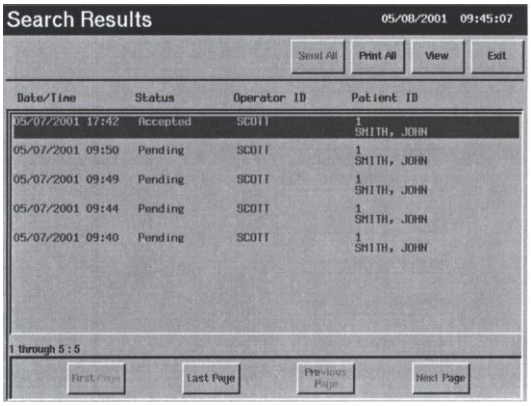

Рис. 5.2
3. Нажмите кнопку *Search* (Поиск) для начала поиска. На экране появится сообщение: «*Recalling Samples. Please Wait*» («Вызов анализов. Ждите.»). Если ни один анализ не найден – на экране появится сообщение, говорящее об этом. Нажмите *OK* для возврата к экрану критериев поиска. Если анализы найдены – появится экран поиска результатов анализов (*Search Results*) (рис. 5.2). На данном экране один анализ занимает одну строку. Наиболее поздний анализ находится в верхней части списка. Каждая строка содержит время и дату анализа, статус, номер истории болезни и имя.